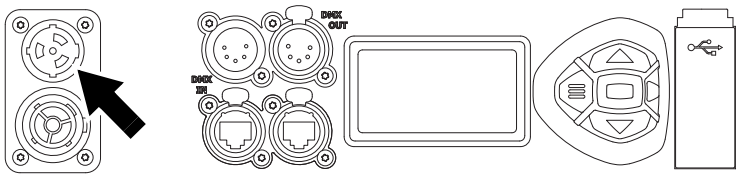

Abbildung 7: Netzeingangsbuchse
2. Siehe Abbildung 7. Richten Sie die Tasten im TRUE1-Stecker des Stromeingangskabels mit den Keilnuten in der MAINS IN-Buchse (Pfeil) aus. Stecken Sie den Stecker in die Buchse und lassen Sie ihn durch Drehen im Uhrzeigersinn einrasten.